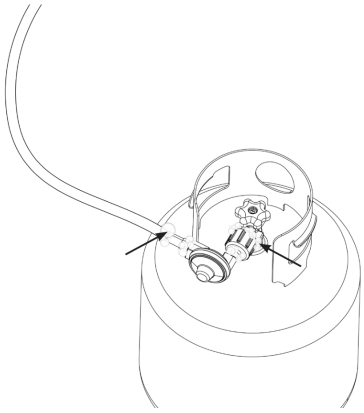

Figura 02
4. Folosiți o pensulă curată pentru a aplica o soluție de apă cu săpun delicat în proporție de 10/90 pe zonele de îmbinare ale robinetelor și regulatorului (indicate prin săgeți în Figura 02).